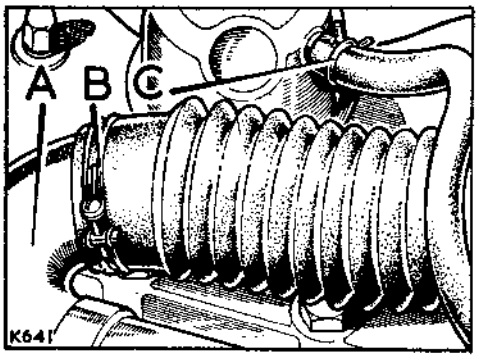

**Fig. A2-34. Inlet manifold connections**
4. Refit the inlet manifold connections, referring to Fig. A2-34.